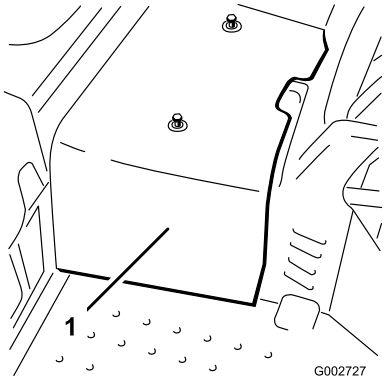

Figuur 41
2. Draai de 2 schroeven los waarmee het middelste scherm is bevestigd aan de machine en verwijder het scherm (Figuur 41).